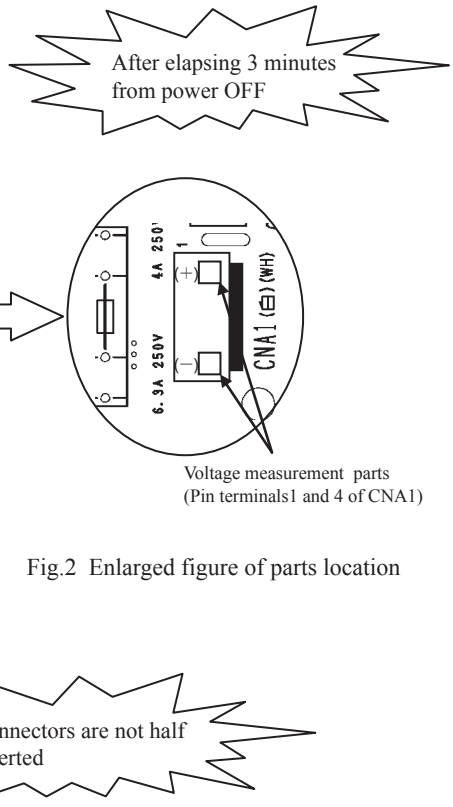

Fig.2 Enlarged figure of parts location
(ii) Measurement was done on both ends of connector (CNA1) during measurement, the voltage(DC) might charged the electrolytic capacitor, be sure that the voltage is discharged sufficiently. (Refer to Fig.2)